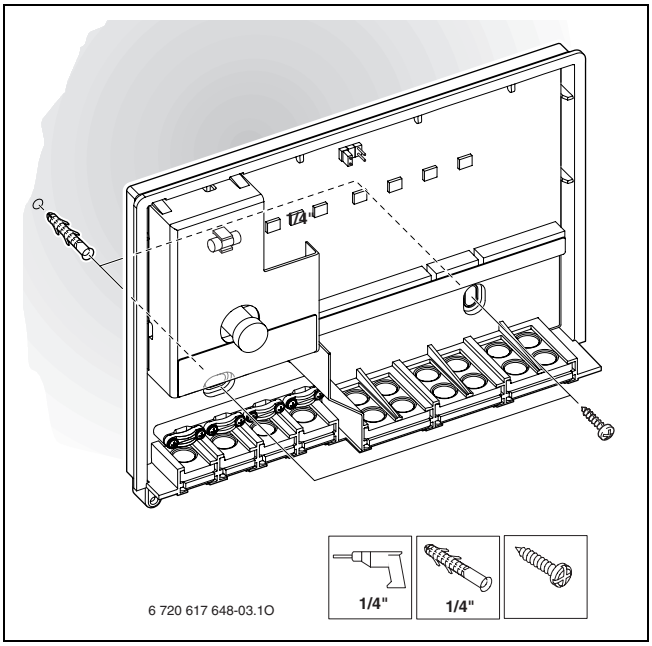

Fig. 9 Insert wall anchor
▶ Drill Ø 1/4" (6 mm) holes and insert wall anchors (→ fig. 9).